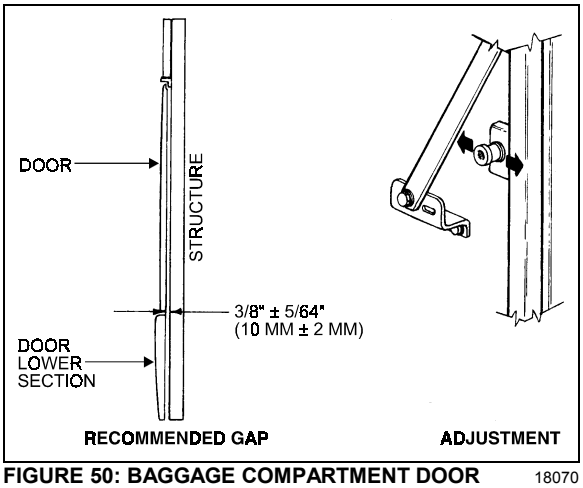

FIGURE 50: BAGGAGE COMPARTMENT DOOR 18070
7. With door shut, it should have a gap of 3/8" ± 5/64" (10mm ± 2mm) between door panel lip (at level of upper edge of lower section) and structural post. If not, move pins horizontally until correct gap is obtained. Fully tighten the pins after adjustment is achieved (Fig. 50).